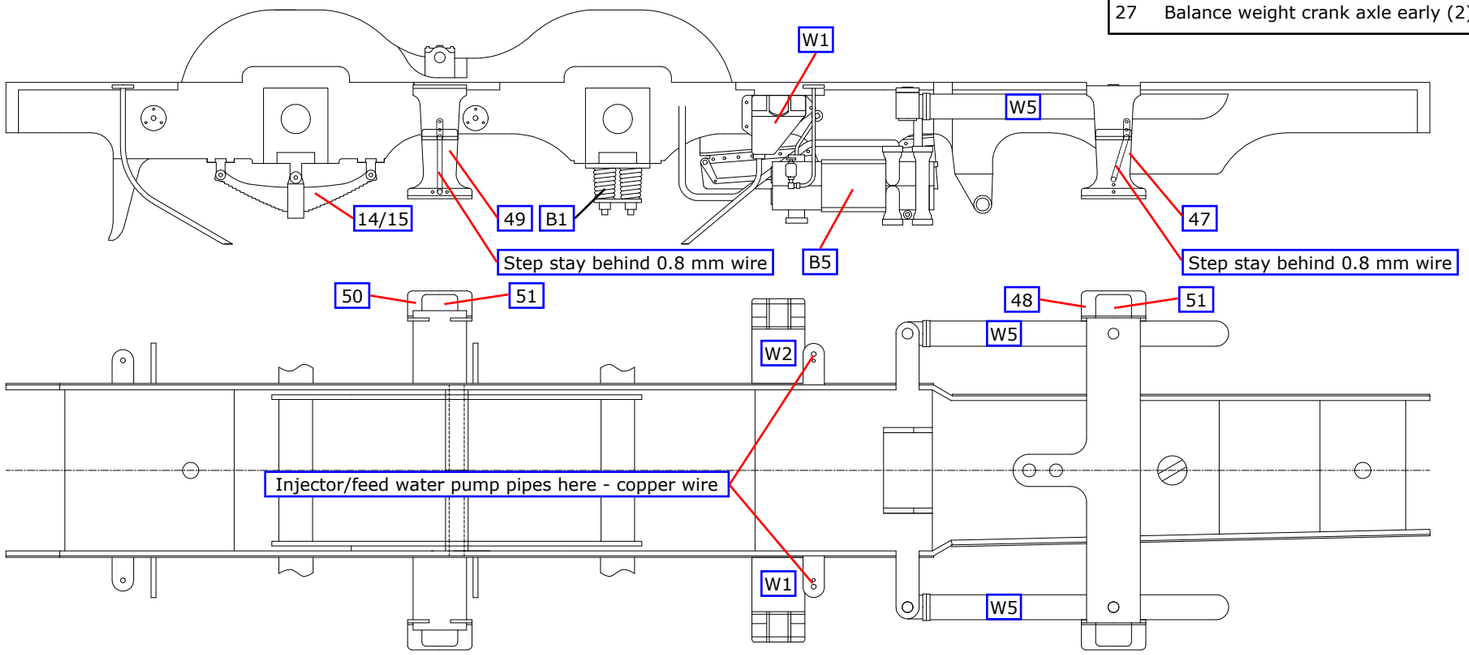

**Fig 8. Frame Detailing of Long Frame with with Duplex Feed Pumps. Front Steps. Front Sandboxes above Footplate**
**Springs.** The front springs are made up of two outer laminations (14) around a middle lamination (15). Solder up and then clean up in the same manner as the coupling rods. Attach each spring to the inside of the frame positioned centrally on the horn slide. The rear coil springs are casting B1 and these should be attached centrally to the rear horn slide. The axles are now retained by the springs as shown above.
**Steps.** Assemble the steps as shown in the drawing, the front steps are shown in Fig 8. The front steps, if required, fit into slots in the front step back (49). These slots take account of the different width across frames; for wide frames use the inner slots and vice versa. Fold the front step back to shape and attach the upper and lower steps (51 & 50) to the back. The 0.8 mm wire step stay should be curved to provide clearance on the coupling rods. The fronts steps can soldered into place in the slot in the main frames.